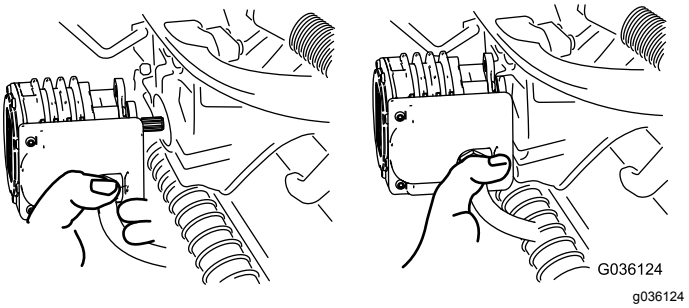

Figur 54
4. Flytta motorn till förvaringsutrymmet framför upphängningsarmen (Figur 54).